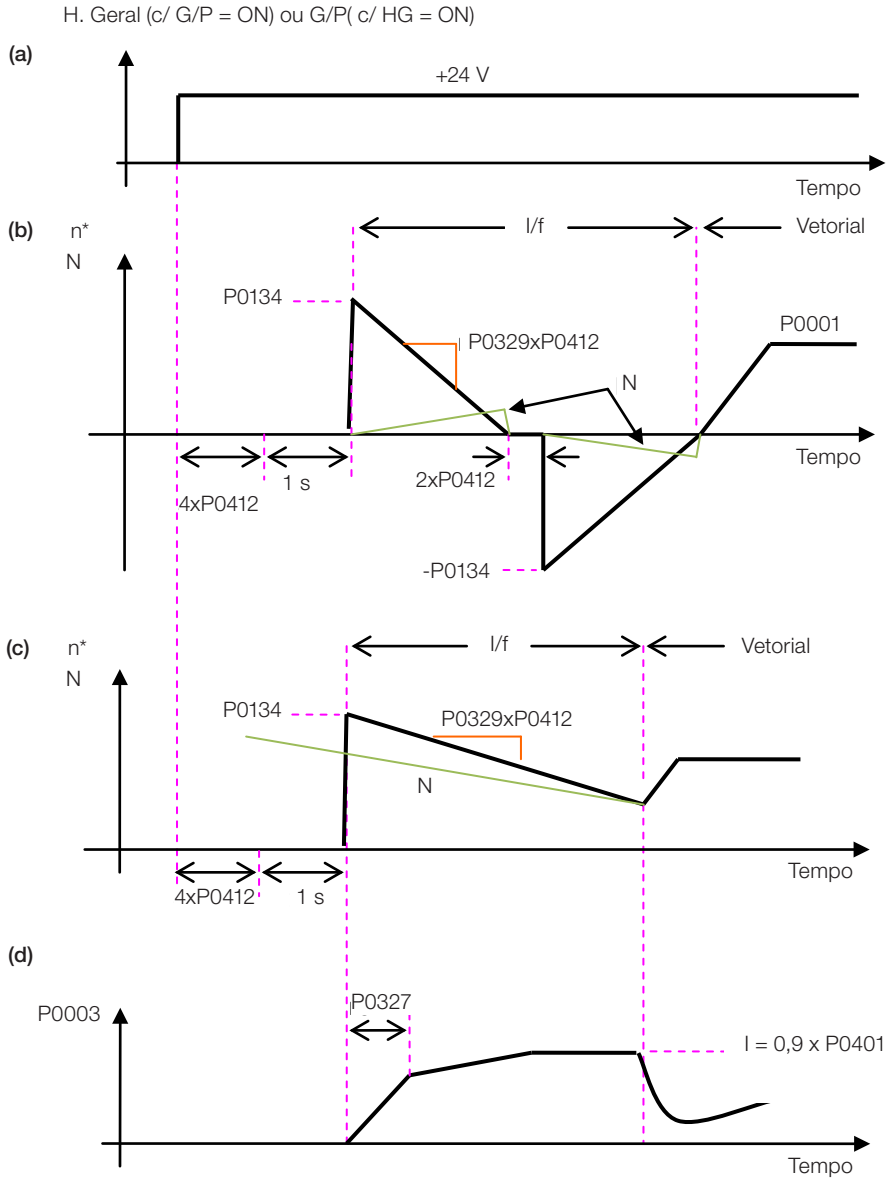

Figura 14.3: *(a) a (d) Influência de P0327 e P0329 durante o Flying Start (P0202 = 4)*
O comportamento da Função Flying Start (FS) no modo sensorless durante a aceleração e a re-aceleração pode ser compreendido a partir da Figura 14.3 na página 14-8.
Na Figura 14.3 na página 14-8 é apresentado o comportamento da referência de velocidade quando a função FS é iniciada com eixo do motor parado e P0329 pequeno (não otimizado).
A Figura 14.3 na página 14-8 apresenta a referência de velocidade quando a Função FS é iniciada com o eixo do motor girando no sentido desejado ou com o eixo parado e P0329 já otimizado.